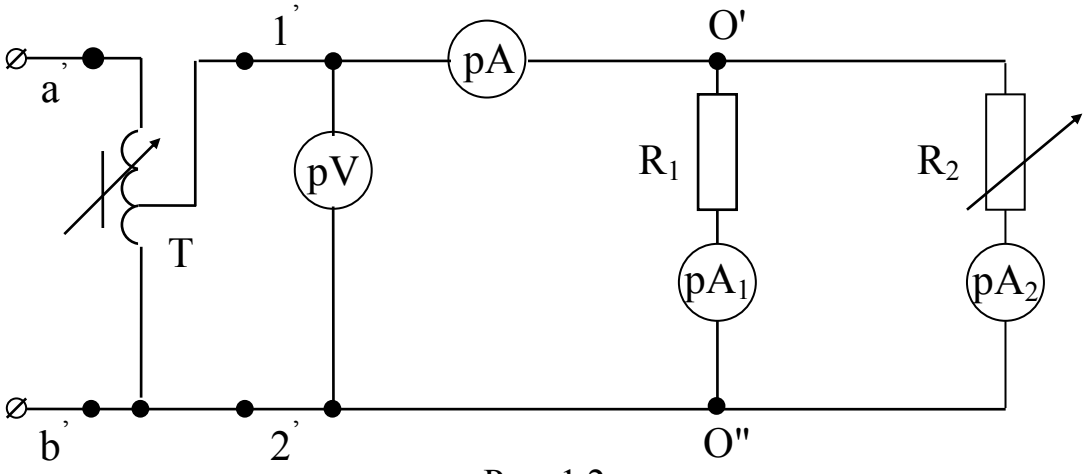

Рис. 1.2
2.1. Соберите цепь по схеме рис. 1.2.